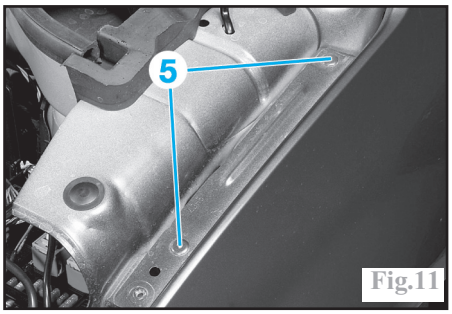

Fig.11
-les têtes des rivets (5) (Fig.11).